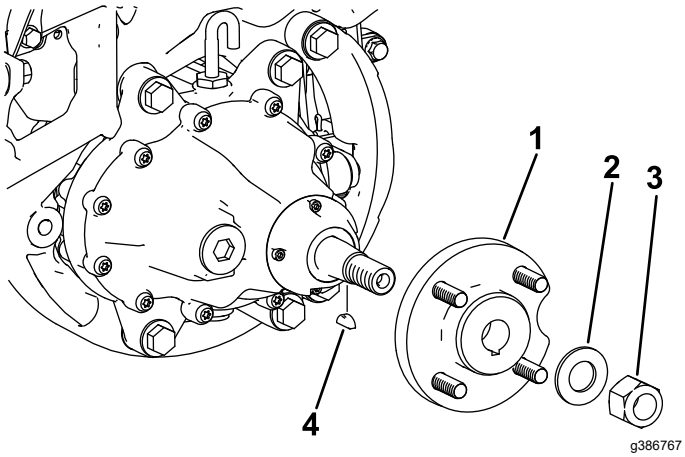

Figura 2
3. Remova o cubo da roda removendo a porca de bloqueio e a anilha do cubo da roda correspondentes (Figura 2).
4. Retire a chaveta semirredonda (Figura 2).